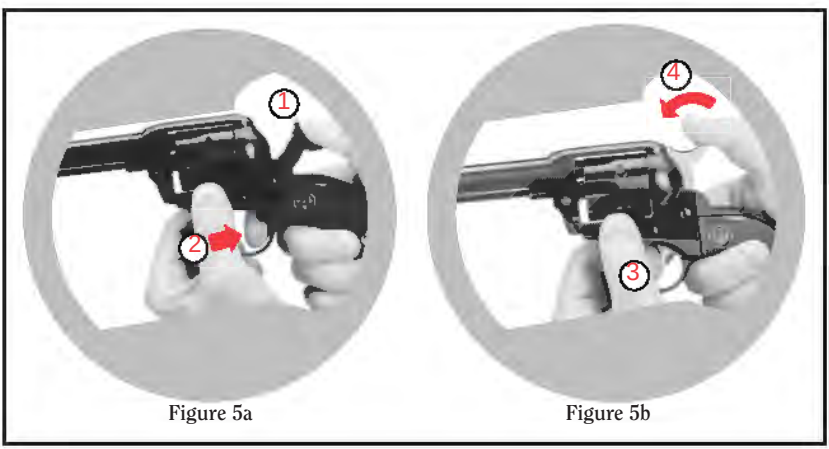

Figure 5a Figure 5b
3. Grasp the revolver (if right handed) so that the thumb and forefinger of your left hand are firmly holding the cylinder frame below the middle of the cylinder (see Figures 5a & 5b below). Your left hand (if right-handed) should support the full weight of the revolver, allowing you to use your right hand to manipulate the hammer and trigger as outlined below.